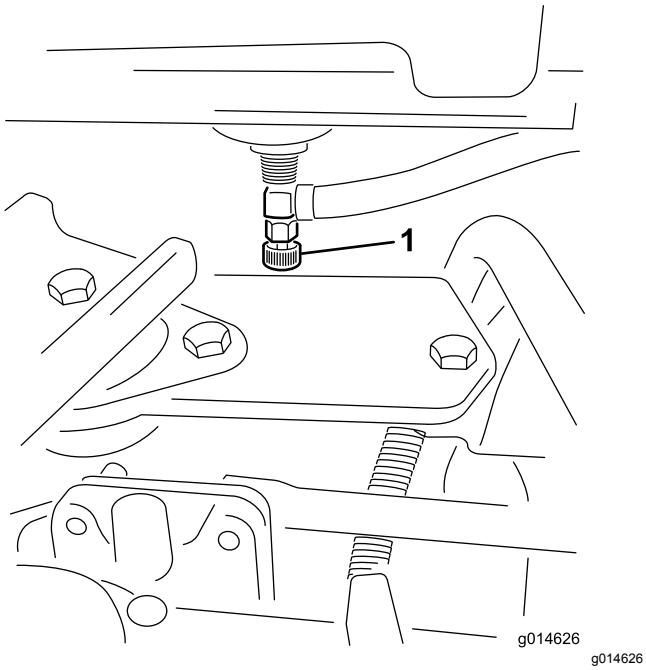

Rysunek 35
1. Zamknij zawór odcinający paliwo (Rysunek 35) znajdujący się pod zbiornikiem paliwa.